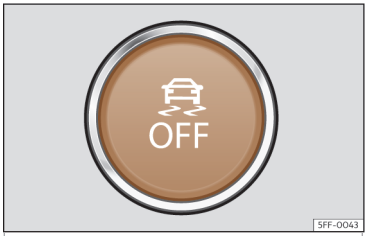

Abb. 177 Im unteren Teil der Mittelkonsole: Taste zum Ein-/Ausschalten von ESC
- Zum Ein- und Ausschalten von TCS, kurz die Taste in der Mittelkonsole drücken ››› **Abb. 177**.
- Zum Ein- und Ausschalten von ESC im Modus „Sport“, kurz die Taste in der Mittelkonsole drücken››› **Abb. 177** .
- Zum Ein- und Ausschalten von ESC, die Taste in der Mittelkonsole länger drücken ››› **Abb. 177**.